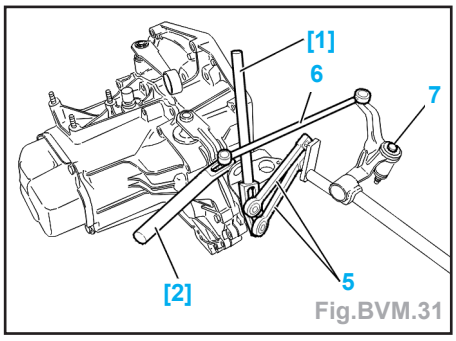

Fig.BVM.31
- Déposer (Fig.BVM.31) :
- les biellettes (5) (à l'aide de l'outil [1]),
- la biellette (6) (à l'aide de l'outil [2]).